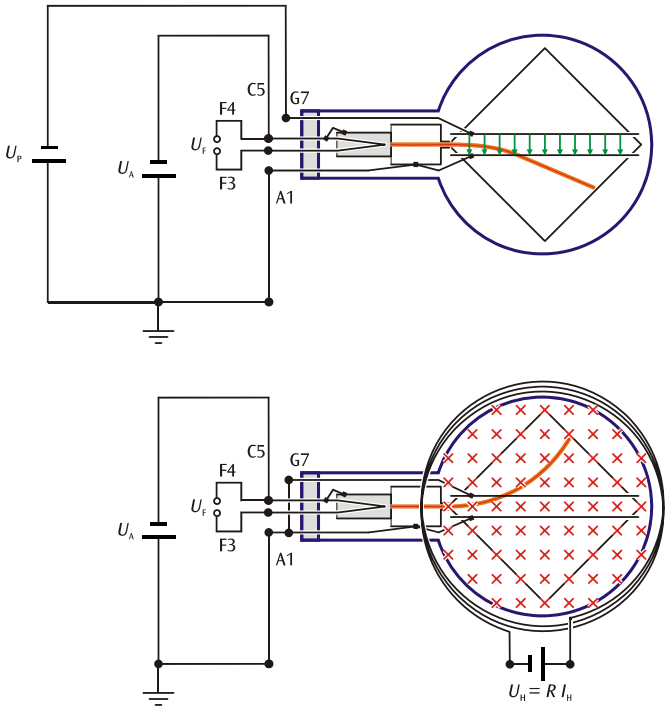

Fig. 1 : Représentation schématique du tube Thomson. Déviation dans le champ électrique (en haut) (dans le champ magnétique, en bas)
perpendiculaire au plan résultant du sens de mouvement et du champ magnétique. La déviation est verticale lorsque le sens du mouvement et le champ magnétique se situent dans le plan horizontal (cf. Fig. 1, en bas). Si le sens du mouvement est perpendiculaire au champ magnétique homogène, les électrons sont forcés sur une trajectoire circulaire dont la force centripète est imposée par la force de Lorentz.
également déviée perpendiculairement (cf. Fig. 1). Aussi le champ électrique peut-il être choisi de manière à ce qu'il compense juste la déviation dans le champ magnétique :
- Reliez les douilles F3 et F4 du porte-tube à la sortie de la tension de chauffage (douilles bleues) de l'alimentation haute tension au moyen de câbles d'expérimentation de sécurité (cf. Fig. 1).